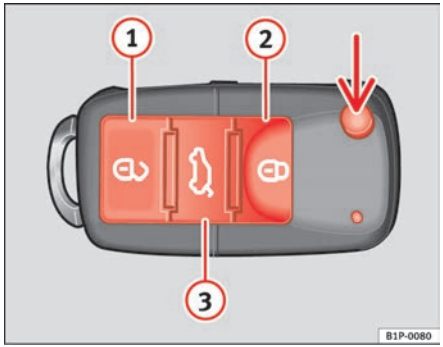

Fig. 64 Assignment of buttons on the remote control key
Using the button ⇒ fig. 64 (arrow) on the control, the key shaft is released.
Unlocking the vehicle ⇒ fig. 64 (1).
Locking the vehicle ⇒ fig. 64 (2).
Unlocking the tailgate. Press the button ⇒ fig. 64 (3) until all indicators on the vehicle briefly flash. When the unlocking button (3) is pressed, you have 2 minutes to open the door. Once this time has passed, it will lock once more.
Also, the battery indicator on the key ⇒ fig. 64, will flash.
When the button ⇒ fig. 64 (1), is pressed once, the driver's door is unlocked, all others remain locked.
Press the button ⇒ fig. 64 (1) twice to unlock all doors. ▶
– Lock the vehicle using the driver side door lock with the remote control key ⇒ page 100, fig. 64.